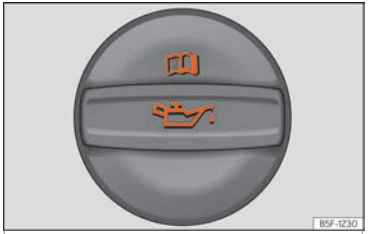

Abb. 225 Deckel der Motoröl-Einfüllöffnung im Motorraum
- Schrauben Sie den Deckel der Motoröl-Einfüllöffnung ab ››› **Abb. 225**.